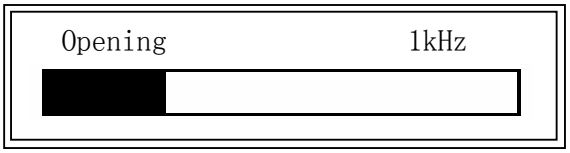

Figure 4-8. Open Correction Information
3) Press OpSWP. TH2817A will measure the open admittance (capacitance, and inductance) at all frequency points. Figure 4-8 shows the open correction information.